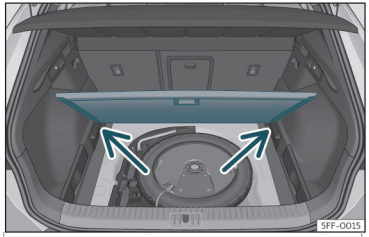

Fig. 110 Suelo variable del maletero: posición inclinada.
• Apoye el piso sobre los alojamientos previstos para tal uso>>> **fig. 110** (flechas).